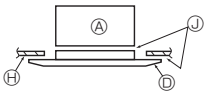

Fig. 9-6
9.4.2. Instalación provisional de la rejilla (Fig. 9-6)
- Sujete la rejilla a la unidad principal apretando los tornillos preinstalados. (Fig. 9-6)
- **Después de apretar el tornillo, confirme que los dos ganchos de la rejilla (Fig. 9-6) estén sujetos en los ganchos de la unidad principal.**